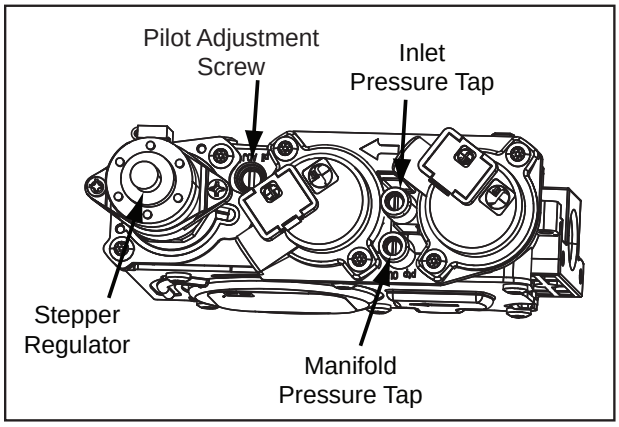

Figure 31: Gas Valve Diagram
a) Remove the existing stepper motor using a T20 screwdriver (see Figure 31).
10. Light the pilot and recheck for leaks in the aluminum pilot line. If a leak is evident, contact your ENVIRO dealer for a pilot line replacement. **WARNING: DO NOT ATTEMPT TO FIX THIS LINE, IT MUST BE REPLACED IF DAMAGED.** The pilot should properly cover the flame sensor. If adjustment is necessary, turn the adjustment screw in the valve (see Figure 31) clockwise to decrease and counter-clockwise to increase until the correct flame is achieved (see Figure 16).